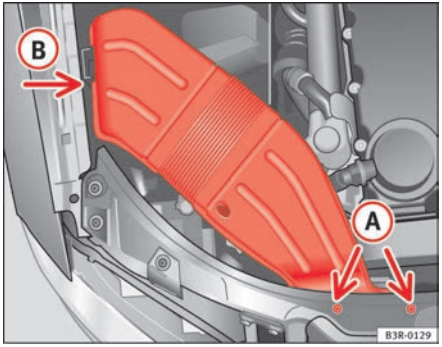

Fig. 187 Air duct on right side of vehicle
– Unscrew bolts (A) ⇒ fig. 187.
– Detach air duct from guide (B) and take it out. ■